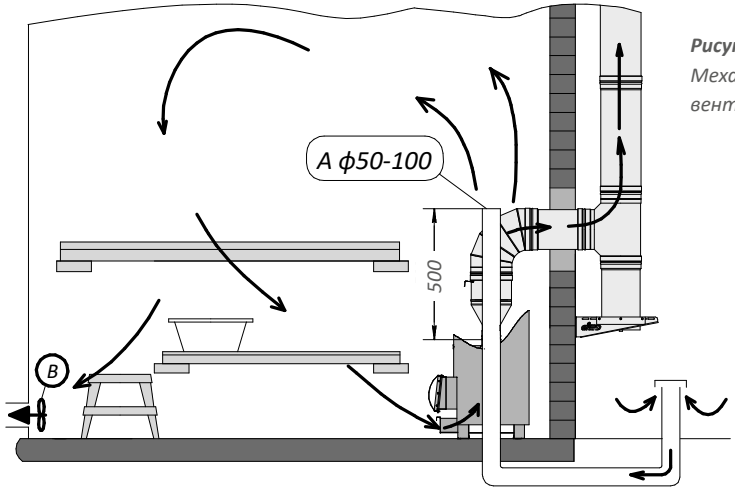

***Рисунок 2**.*
2) Механическая вытяжная вентиляция (Рисунок 2):